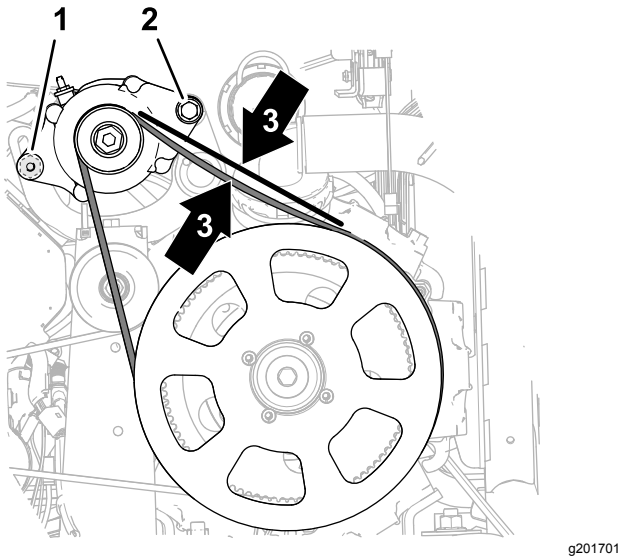

Figuur 184
4. Draai de wisselstroomdynamo (Figuur 184) naar boven om de riem aan te spannen tot de riem 9,5 mm doorbuigt wanneer u een gewicht van 4,5 kg aanbrengt in het midden tussen de poelie van de wisselstroomdynamo en de aandrijfpoelie van 279 mm.